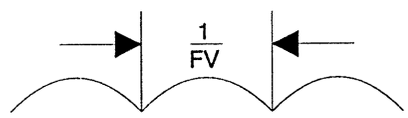

Figure 3-3 Voltage Correction Wave
1. If the width of the border in the center of the screen is insufficient, the waveform shown in Figure 3-3 below, can be used to add to horizontal deflection B+ in order to change the deflection of the horizontal deflection circuit. This waveform is the parabola obtained after regulation of the vertical period, and is created to perform amplitude modulation on the horizontal deflection current, as shown in Figure 3-4.